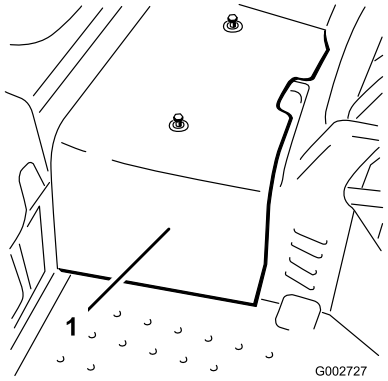

Figur 41
2. Løsn de to skruer, der fastgør den midterste afskærmning til maskinen, og fjern afskærmningen (Figur 41).